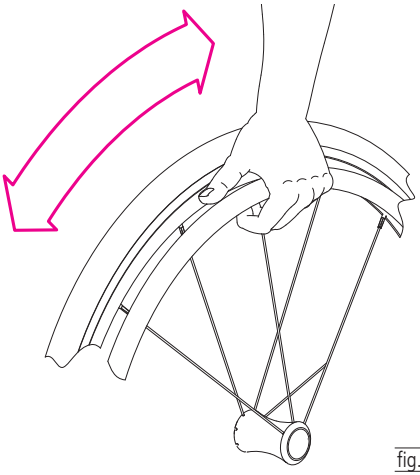

fig. 12
1. Afferrare con le mani le ruote di spinta e girare la ruota in avanti o all'indietro (Fig. 12) Appoggiare la mano con il pollice rivolto in avanti e stringere a pugno le altre dita sulla ruota di spinta.